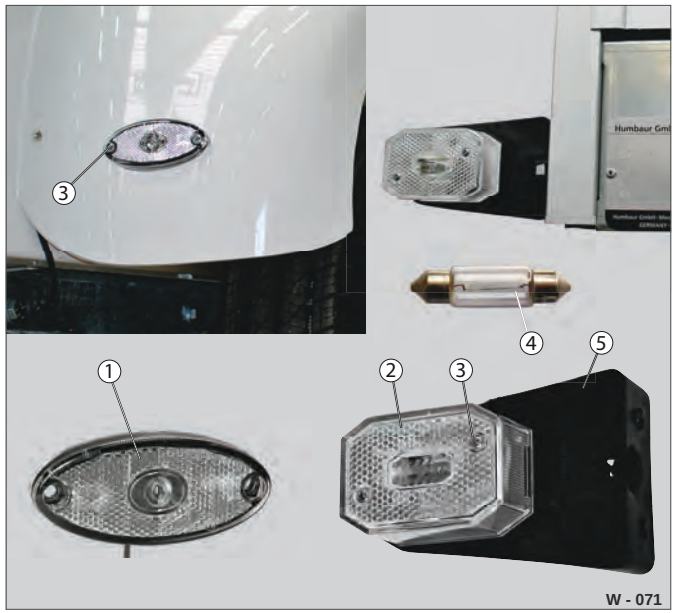

Fig. 73 Afgrænsningslygte / lampe forrest
▶ Løsn skruerne (Fig. 73 /3), og fjern afdækningsglasset (Fig. 73 /2).
▶ Udskift pinolpæren (Fig. 73 /4).
▶ Fastgør afdækningsglasset på holdepladen (Fig. 73 /5) ved hjælp af skruerne - stram dem ikke for hårdt, og vær opmærksom på retningen.
▶ Lad defekte LED-lamper (Fig. 73 /1) udskifte på et specialværksted.